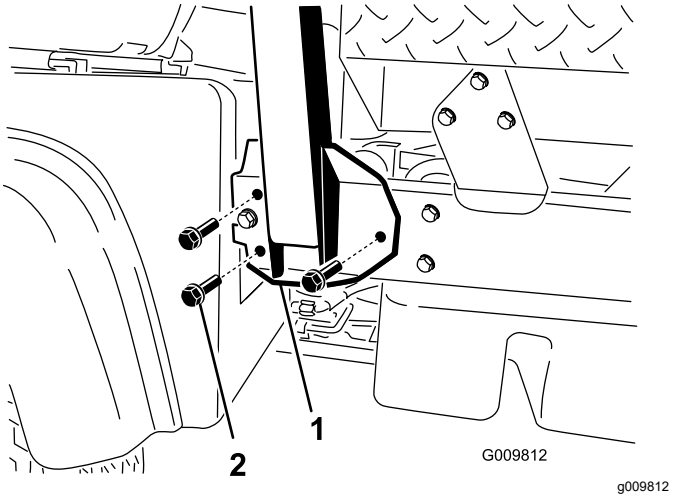

**図 4**
2. ROPS の両サイドを車両フレーム側面の取付け穴に揃える図 4。
3. ROPS 固定ブラケットを車体フレームに固定するフランジヘッドボルト½ x 1¼"3本を使用する。図 4